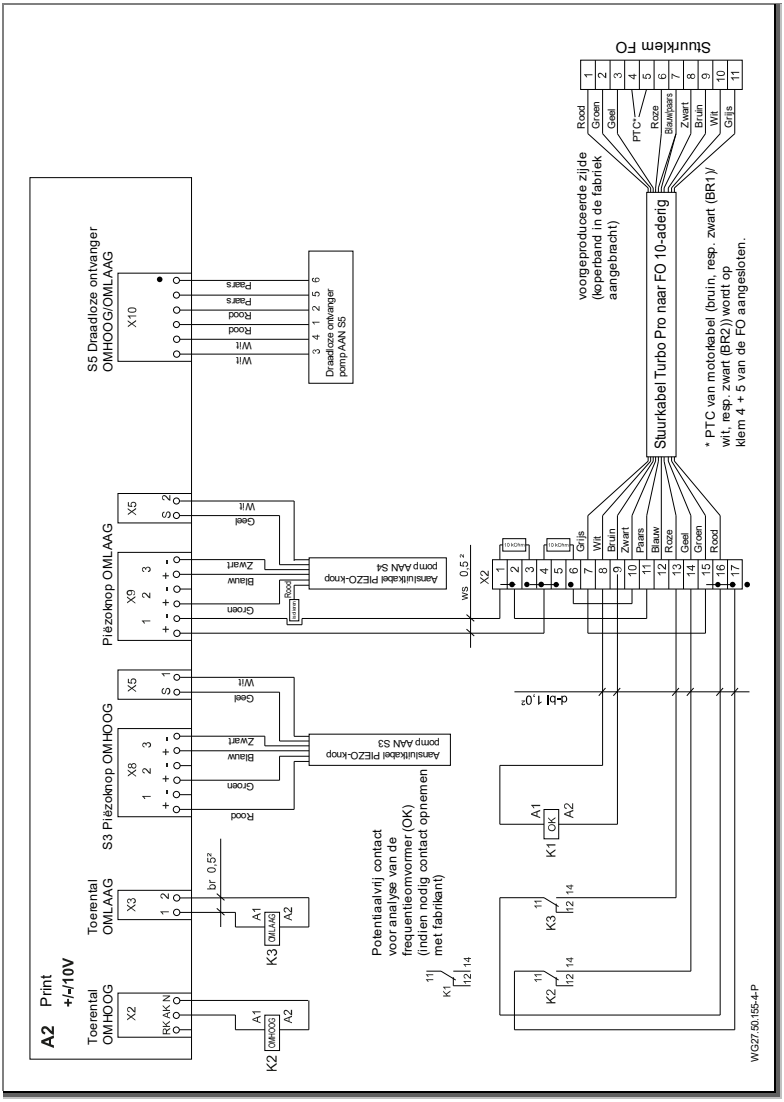

Afb. 18
14. De aders voor de PTC (bruin, resp. zwart (BR1)/wit, resp. zwart (BR2)) moeten volgens het elektrisch schema worden bedraad. Zie "Afb. 18" op bladzijde 36.